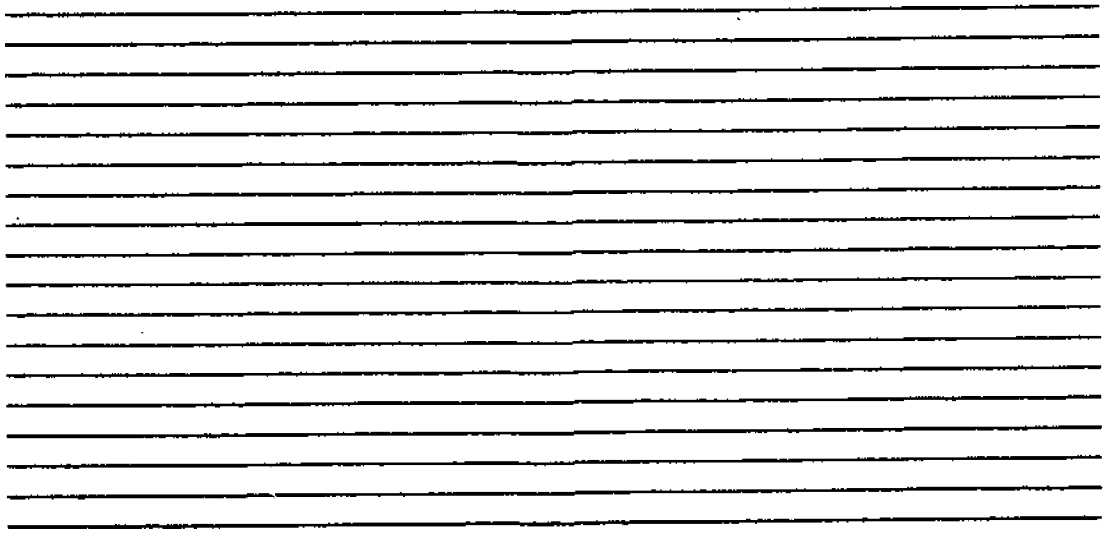

FIGURE 4-15.
1. Character Positions Vertically Misaligned - If the test results resemble Figure 4-15, hammers corresponding to the misaligned characters are misaligned vertically. Align the hammers per Section 3.19.